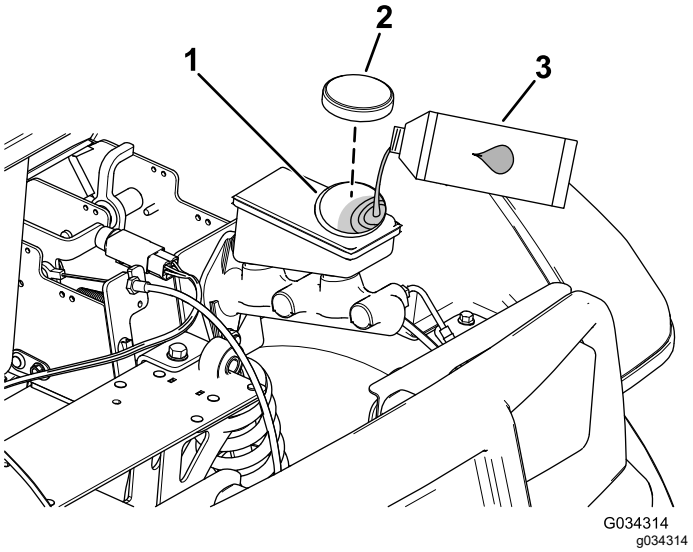

Figuur 53
2. Open de motorkap om toegang te krijgen tot de hoofdremcilinder en het reservoir (Figuur 53).
A. Reinig de omgeving van de reservoirdop en verwijder de dop (Figuur 53).
C. Plaats de dop weer op het reservoir (Figuur 53).